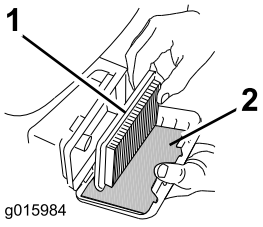

Figuur 27
3. Verwijder het papierelement en het schuimelement (Figuur 27).